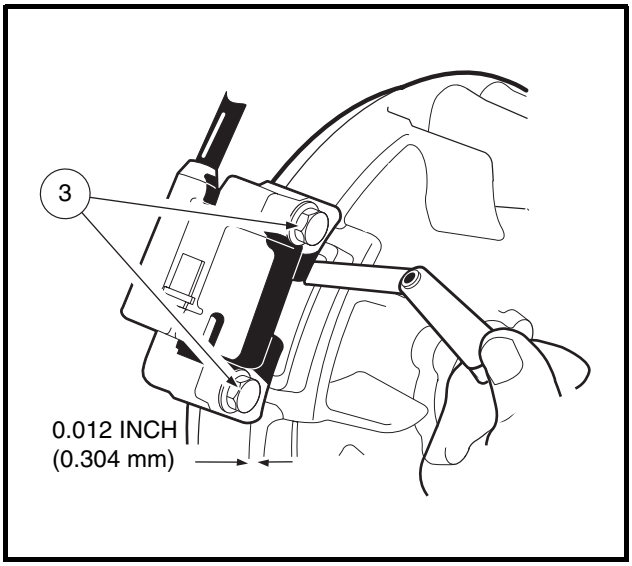

Figure 13-11 Adjust Ignition Coil Air Gap
2. While tightening the two bolts (3), use a bronze feeler gauge to adjust the ignition coil air gap to 0.012 inch (0.304 mm) **(Figure 13-11, Page 13-8)**.